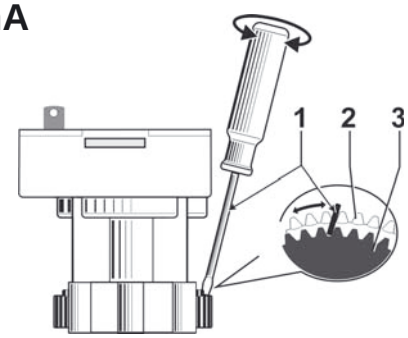

Fig. 12 : Réglage du courant de sortie 0 ou 4 mA
2. Tourner la molette de réglage noire (fig. 12, pos. 3) en face du pignon d'entraînement blanc (pos. 2) à la main ou avec un tournevis afin de régler le courant de sortie